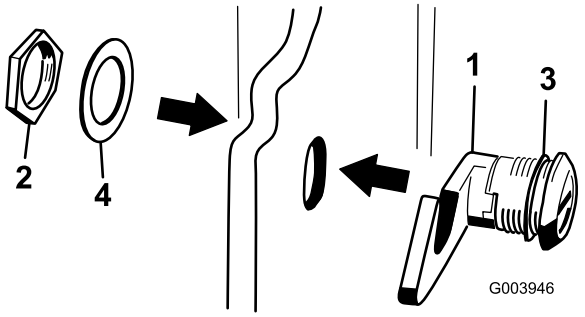

Figur 16
3. Fjern møtrikken fra motorhjelmslåsenheden (Figur 16).
4. Sæt låsens krogende gennem hullet i motorhjelmen udvendigt på motorhjelmen. Sørg for, at gummitætningsskiven forbliver på motorhjelmens udvendige side (Figur 16).